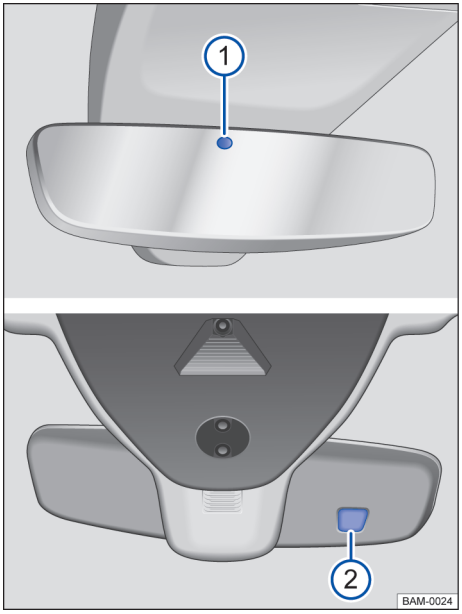

Fig. 89 Sur le pare-brise : rétroviseur intérieur photosensible
Lorsque le contact est mis, les capteurs mesurent la lumière incidente venant de l'arrière → fig. 89 ① et de l'avant ②.